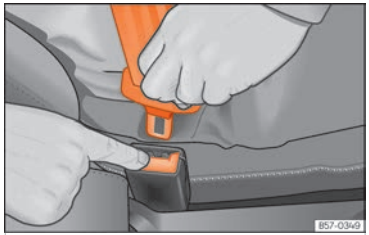

Fig. 24 Release the seat belt's latch plate.
- Press the red button on the buckle ››› Fig. 24. The latch plate is released from the buckle.